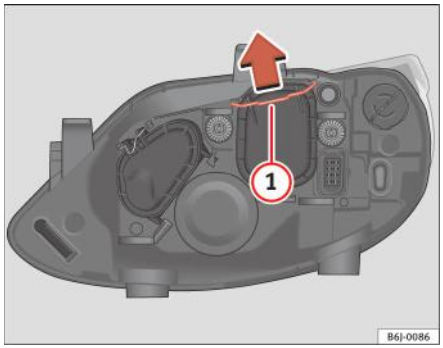

Fig. 134 Faruri fază scurtă
– Deplasați clema ⇒ pagina 225, fig. 134 (1) în sensul săgeții şi scoateți capacul.